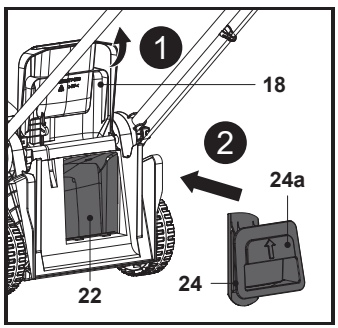

Fig. 12
1. Abra el protector del deflector trasero (18), mantenga el asa integrada (24a) en posición e introduzca el accesorio triturador (24) en el canal de descarga trasero (22) hasta el final (Fig. 12).